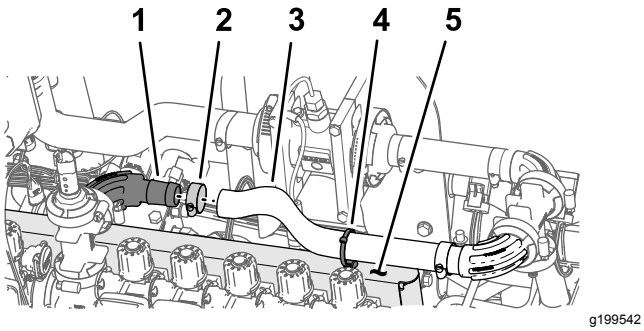

Figur 112
1. Monter slangen (1 x 16 tommer) over 90° flange-fittingen (1 tomme) som vist i Figur 112.
2. Fastgør slangen til flangefittingen med en slangeklemme (Figur 112).
3. Monter kabelbåndet/skubbefastgørelsesanordningen i hullet øverst på ventilbeslaget som vist i Figur 112.
4. Fastgør kabelbåndet/skubbefastgørelsesanordningen (Figur 112) omkring slangen (1 x 16 tommer).